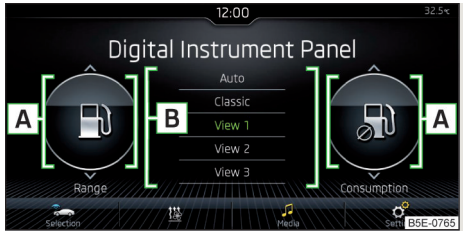

Fig. 36
▶ En los campos A » fig. 36 seleccionar la información adicional deseada mediante un movimiento del dedo vertical en la pantalla.